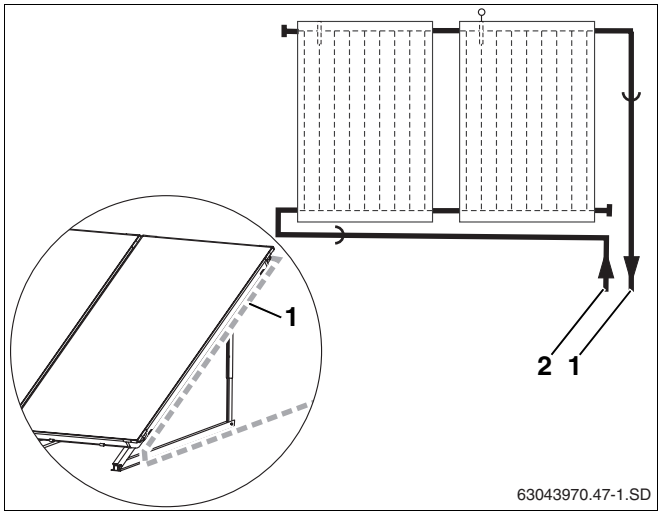

Abb. 55 Sammelleitungen an das Kollektorfeld führen
- Führen Sie die bauseitige Vorlaufleitung (Abb. 55, **Pos. 1**) am Kollektor entlang und nicht senkrecht nach unten.